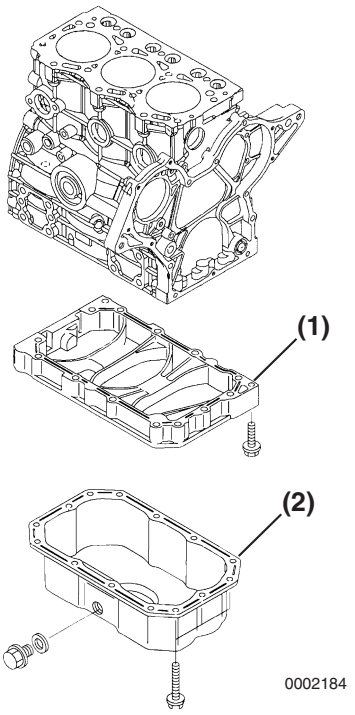

Figure 6-44
2. Remove the oil pan **(Figure 6-44, (2))**.
3. Remove the crankcase extension **(Figure 6-44, (1))** if equipped.